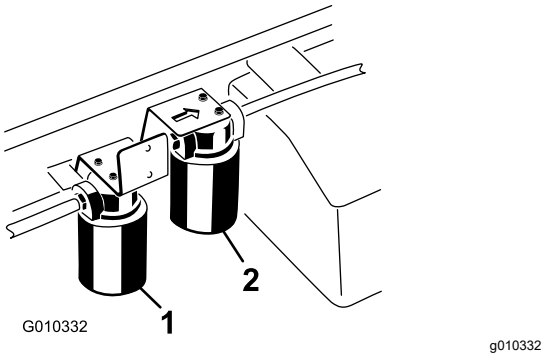

**Figura 71**
5. Coloque un recipiente debajo del filtro y retire el filtro (Figura 71).
4. Limpie la zona de montaje del filtro hidráulico de alto caudal (Figura 71).